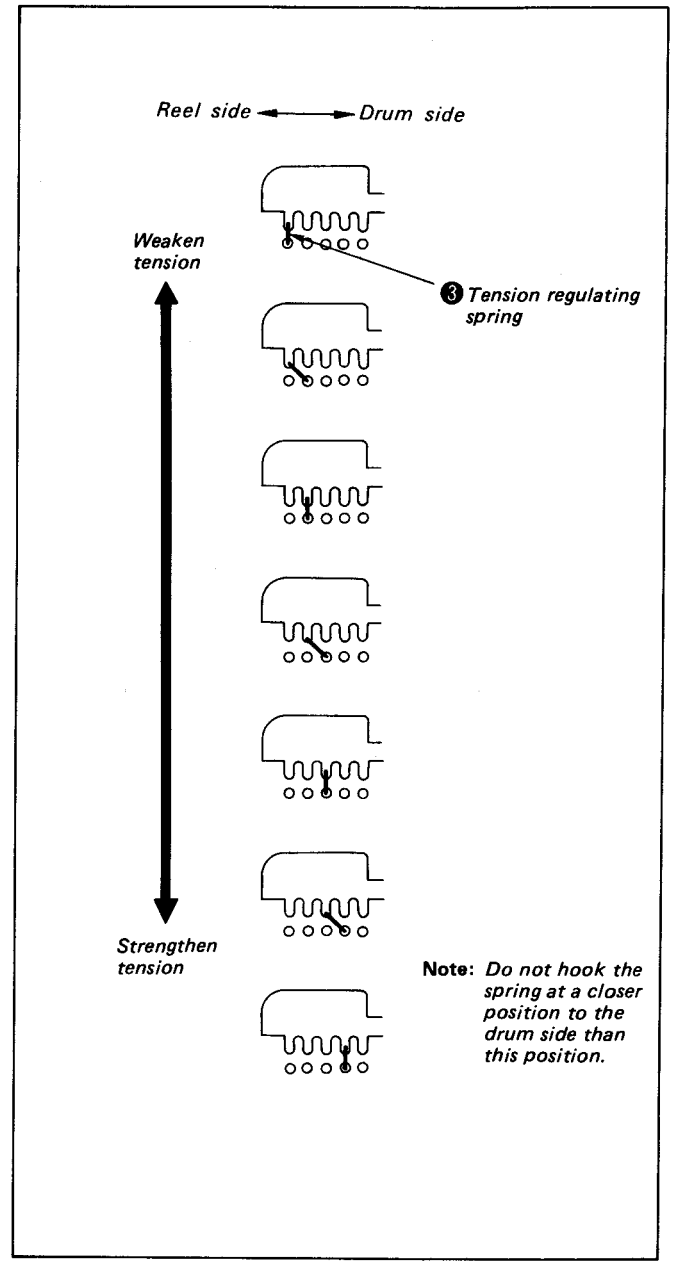

Fig. 2-49
4) Move spring hooking position ❹ of tension regulating spring ❸ so that the tension applied becomes within the range of 7.9 to 8.9g. (See Fig. 2-49)